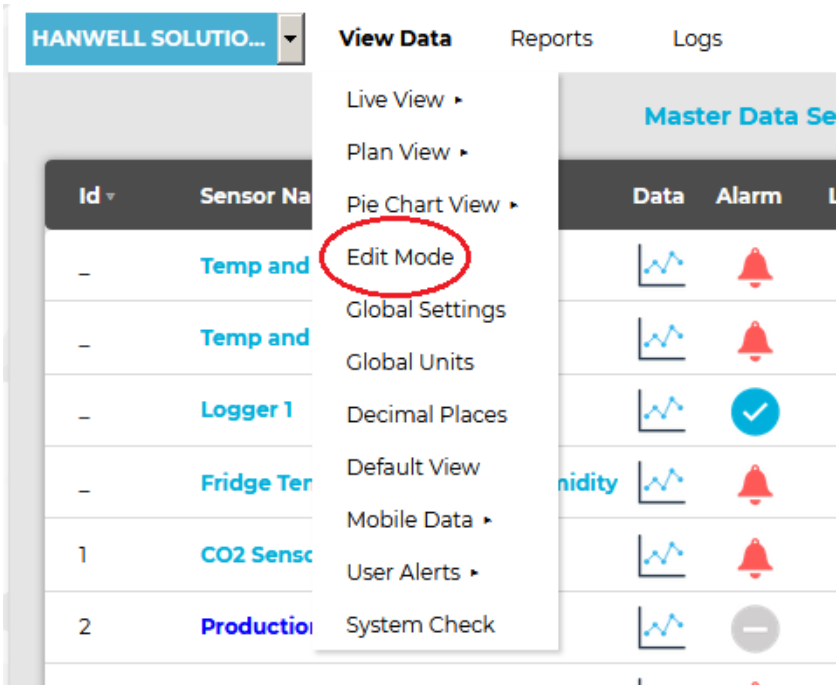

Figure 6
3. Select **Edit Mode** from the main **View Data** menu. See Figure 6 below: